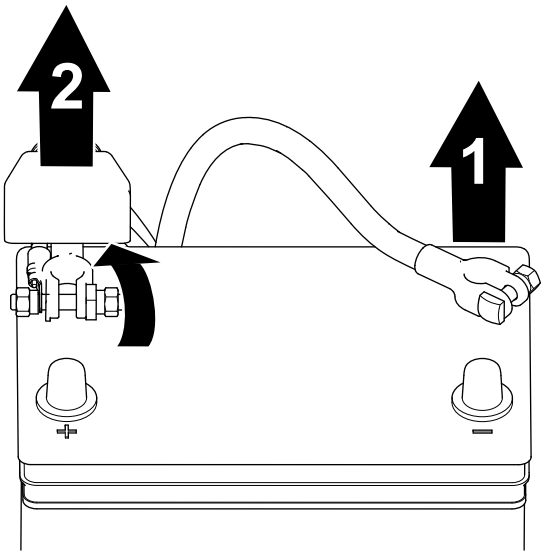

**Figuur 38**
2. Koppel de minkabel los van de accupool (Figuur 38).
3. Hef de isolatorkap op en koppel de pluskabel los van de accupool (Figuur 38).